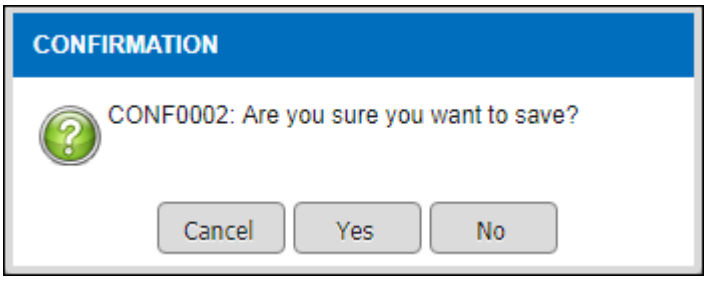

Figure 3.2-8 Record Alert Message
- *After clicking save, an alert message will be displayed as per Figure 3.2-8, click on the* Yes *button to confirm saving of the record.*